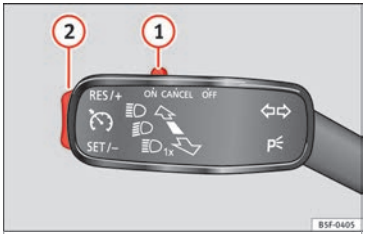

Fig. 187 Turn signal and main beam headlight lever: cruise control buttons.
– Move knob (1) ››› **Fig. 187** to the **ON** position.
– Briefly press rocker switch (2) in **SET** position when you have reached the speed you wish to set.
– Press rocker switch (2) ››› Fig. 187 ››› page 176 in **RES**.
– The set speed can be **reduced** by pressing switch (2) ››› Fig. 187 ››› page 176 in **SET**.
– On releasing the switch at speeds of less than 30 km/h (19 mph), no speed will be set and the memory will be deleted. The vehicle must be moving at a speed of over 30 km/h (19 mph) and switch (2) pressed again to **SET** for it to be set.
Cruise control **is switched off temporarily** by pressing switch (1) ››› Fig. 187 ››› page 176 in **CANCEL** or by pressing the brake or clutch pedal.
– Move knob (1) ››› Fig. 187 ››› page 176 to **OFF**.